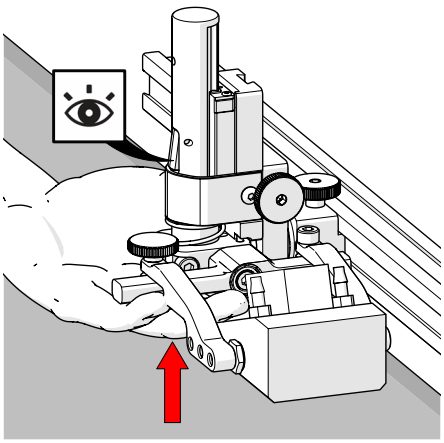
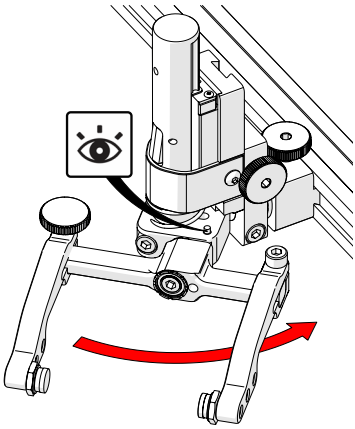

Fig. 120 - Latch probe holder
Fig. 126 - Stop post locates 90°
1. Ensure the probe holder is in the latched, upper position. Lift the probe holder until the latch is fully exposed and snaps out to lock *(Fig. 120)*.
1. Ensure the probe holder is in latched, upper position *(Fig. 120)*.
To return the transverse adjustment to neutral *(90°)*. The probe holder must be in the latched, upper position *(Fig. 120)*. Rotate the yoke until the stop post contacts the base of the probe holder *(Fig. 126)*. Then tighten the transverse adjustment screw.